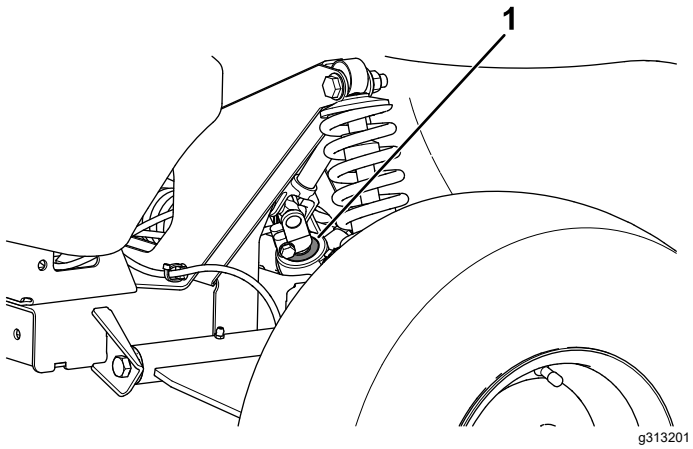

**Figur 54**
***Viktig:*** **Inspiser tilstanden og sikkerheten til pinjongakseltetningen (Figur 54).**